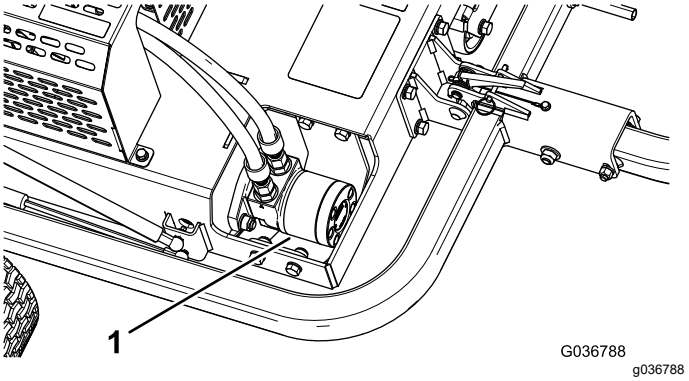

**Figur 40**
3. Avlägsna smuts och skräp från området runt hydraulmotorn (Figur 40).